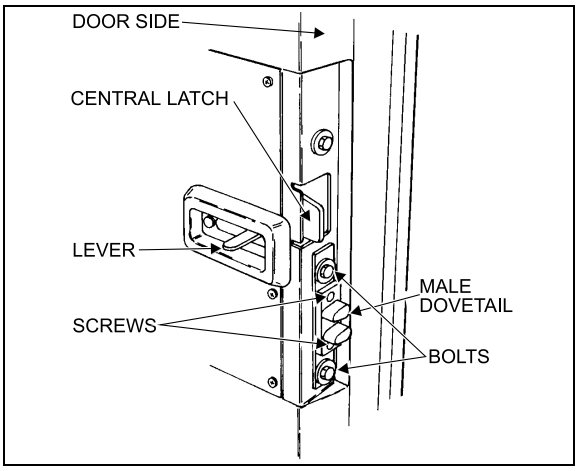

FIGURE 19: DOOR LATCH (COACH) 18059
5. To adjust the male dovetail on L.H. side of the door, remove the two screws and loosen the two bolts. Slide the male dovetail toward the interior and loosely tighten the two bolts. Close the door slowly but firmly, then slowly open it and tighten the two bolts. Attach dovetail to the door with screws. See Figure 19.
| LatchesUpper door catchDoor cylinder rod end with bearing grease fitting (Figure 19) | Low temperature grease | Every six months |